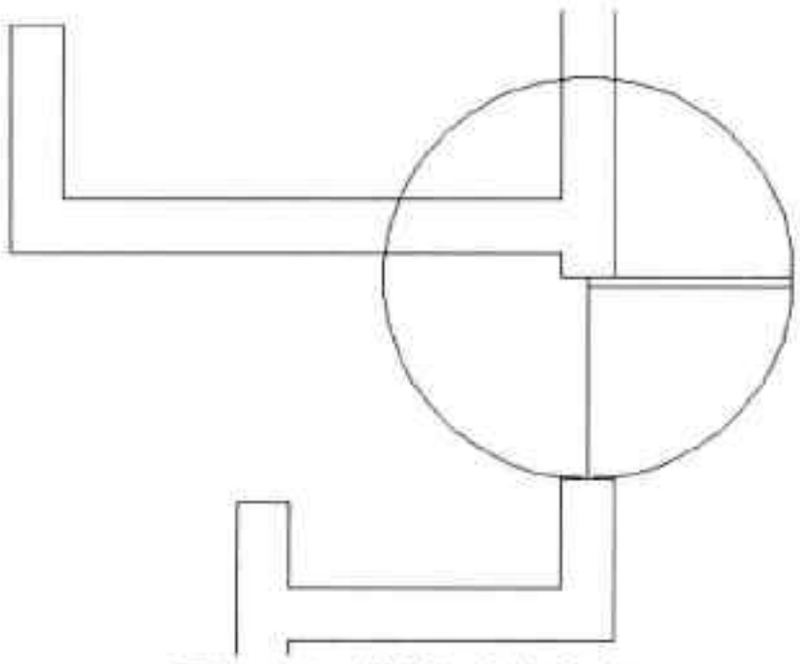

图19-18 绘制入户门轮廓
Step 03 执行“矩形”命令，绘制长 930mm、宽 40mm 的长方形，并放置在入户位置，如图 19-18 所示。